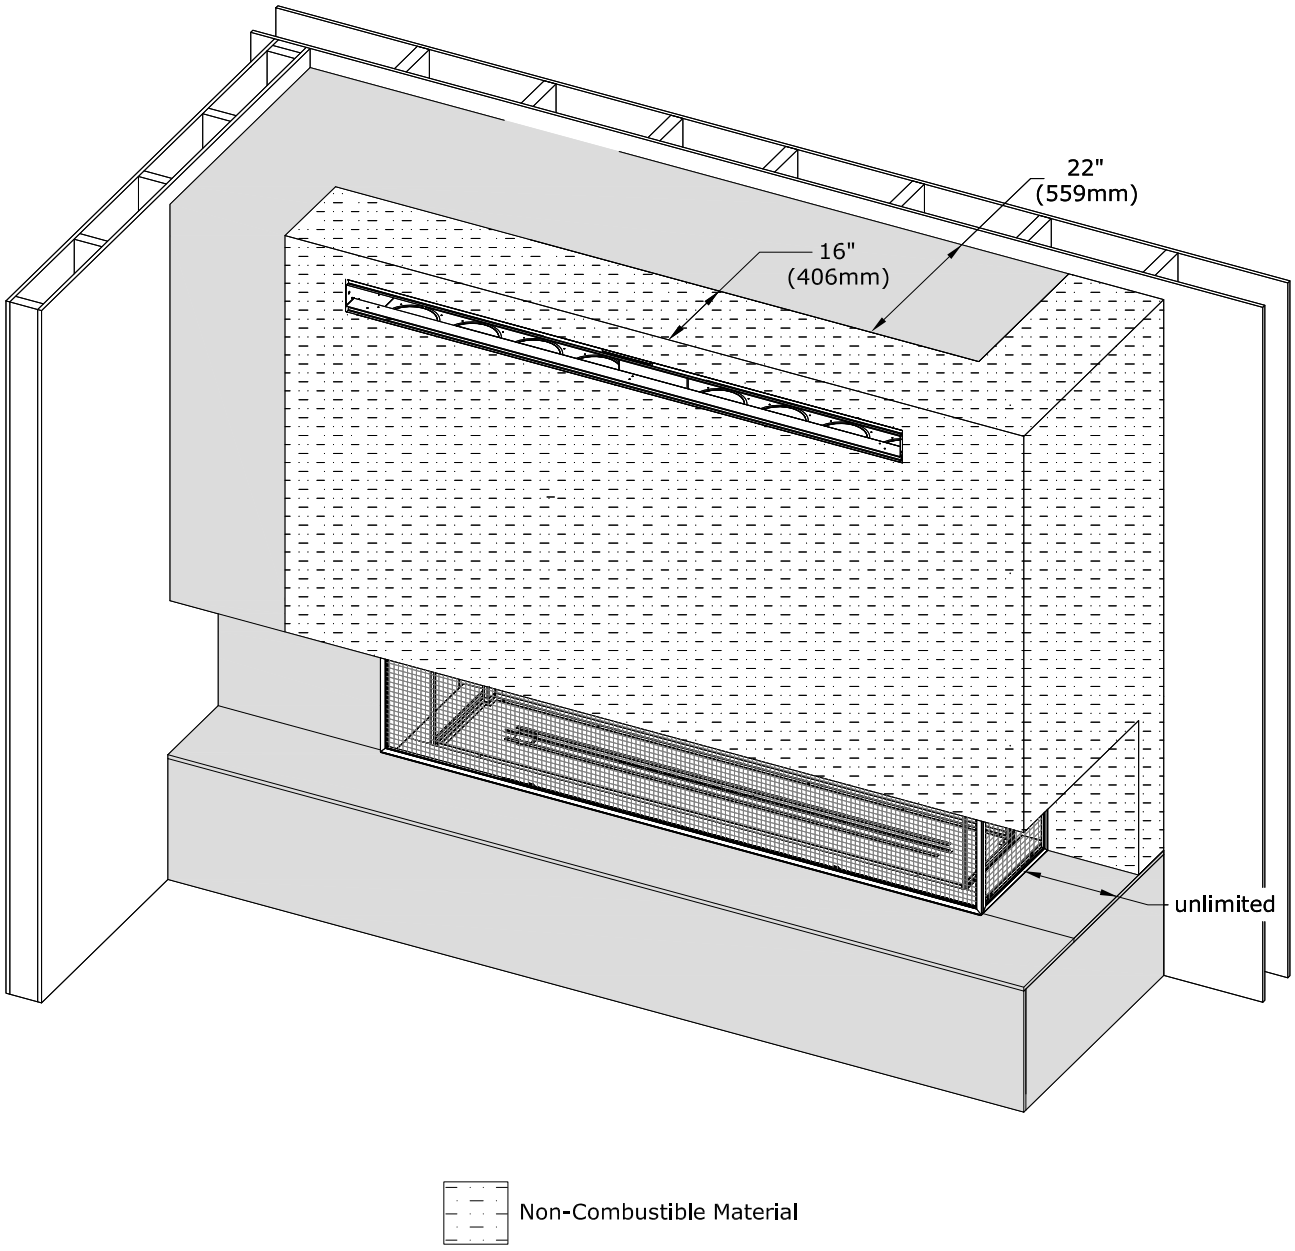

Figure 2.16 - Front and Side Chamber Projection
- **Non-combustible Mantel Projections**: A maximum of a 16” (406mm) non-combustible mantel projection is allowed to start at 0” (0mm) front and side top finishing edges of the fireplace. See Figure 2.16.
- **Non-combustible Chamber Projection:** A maximum of a 16” (406mm) non-combustible chamber projection can be installed flush at the front and side top finishing edges of the fireplace. See Figure 2.16.